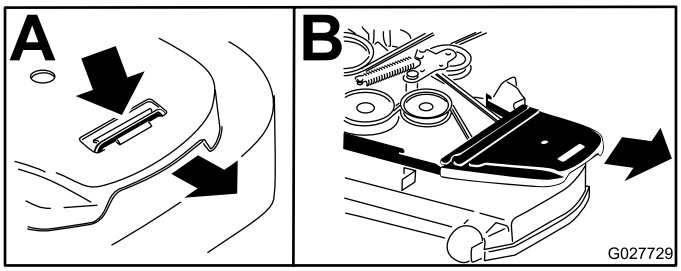

Figur 75
6. Fjern beltedeksler og boltene som er festet til dem (Figur 75).